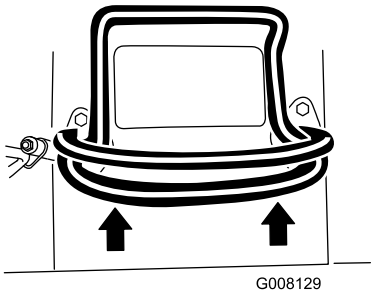

Bild 7
- Bewegen Sie den Fahrantriebshebel nach vorne, um vorwärts zu fahren (Bild 7).